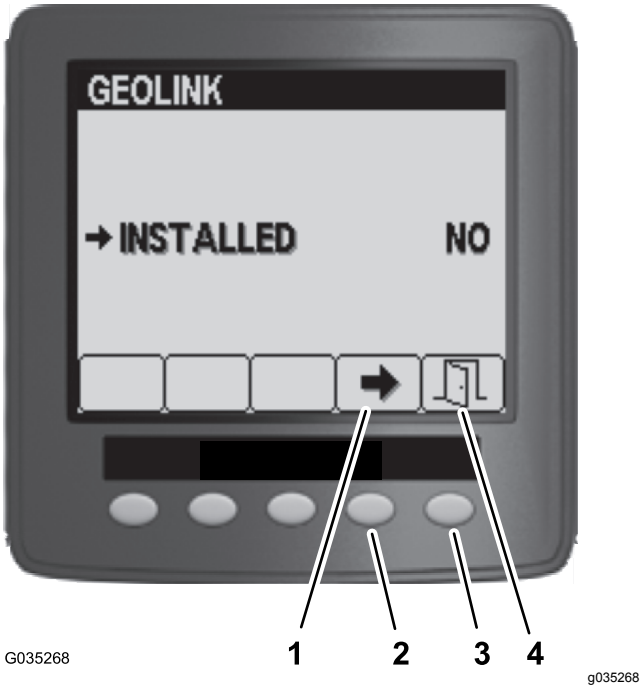

Рисунок 102
5. В меню GeoLink Нажмите кнопку 4, чтобы выбрать вариант No (Нет), и нажмите кнопку 5, чтобы сохранить свои настройки и выйти из этого меню (Рисунок 102).